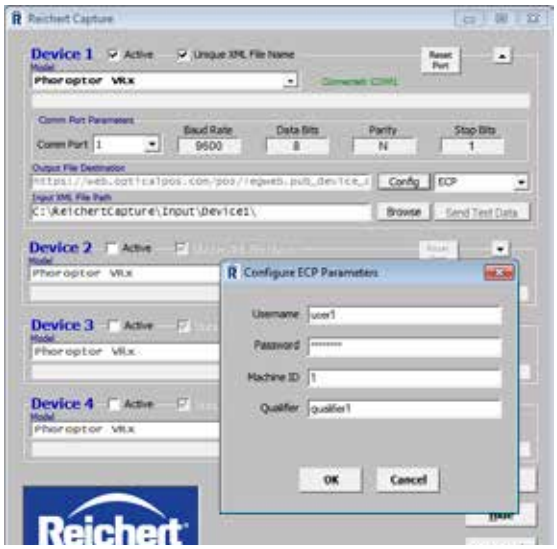

Figure IS-11, Web Page Settings
8. For those EMR systems that only support HTTP transfers to a web page, ensure that the ECP option is selected. Click the Config button to verify that the EMR system's web page connection parameters shown in the dialog box are correct. Refer to Figure IS-11. If they are not correct, enter the correct values and then left-click the OK button in the dialog.